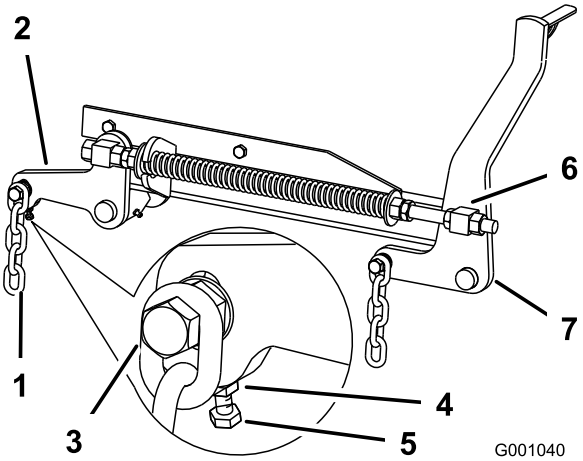

Figuur 81
7. Als de afstanden bij punten **B** of **C** niet correct zijn, maakt u de bout los waarmee de achterste ketting is bevestigd aan de achterste steunarm (Figuur 81).
8. Maak de contramoer onder de achterste steunarm los en draai aan de stelbout totdat de afstand 80 tot 83 mm bedraagt (Figuur 81).
7. Draai de contramoeren op de voorkant van de rechter- en linkerwartel ongeveer 13 mm los (Figuur 81).
8. Draai aan de drukmoeren op de linker- en rechterzijde van de machine totdat de voorkant van het maaimes 6 tot 10 mm lager staat bij **A** dan de achterkant bij **B** (Figuur 81).